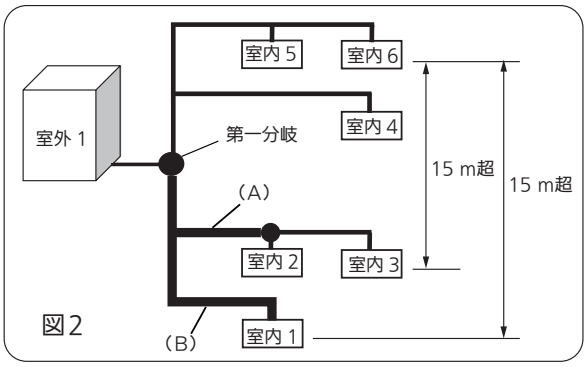

図2
- H2が15 mを超える場合、室内ユニットが室外ユニットより下側にある液管、ガス管を1ランクサイズアップしてください。（図2）